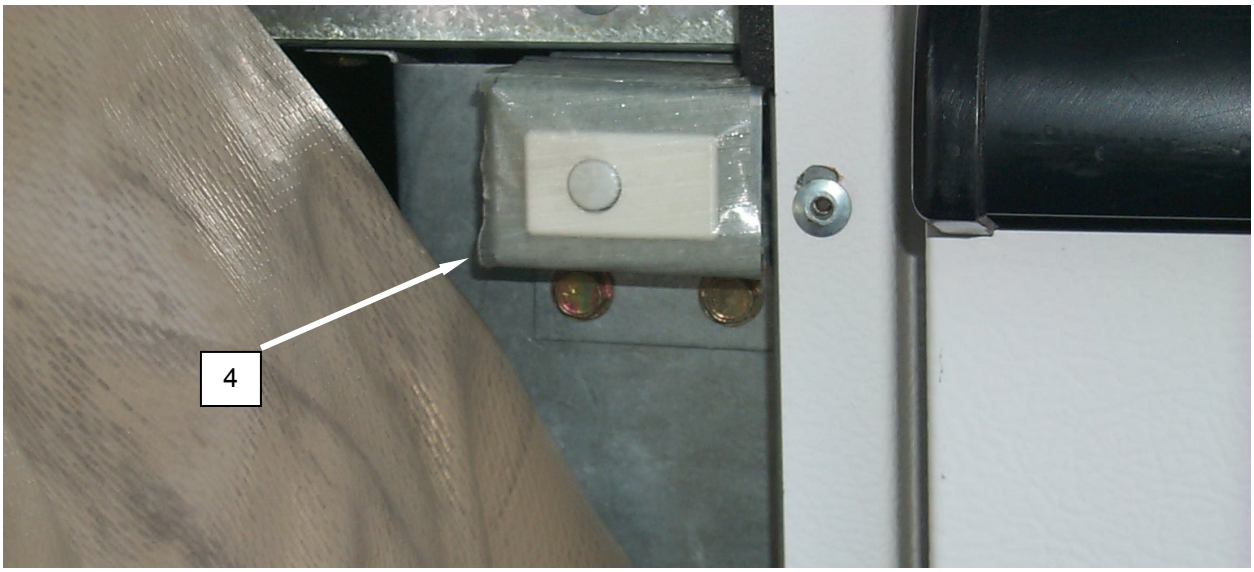

Figure 4. Apply Tape to Lint Compartment Switches.
8. Apply tape to the lint compartment switches **(Figure 4, Item 4)** on the dryers in order to prevent damage to the switch plungers.